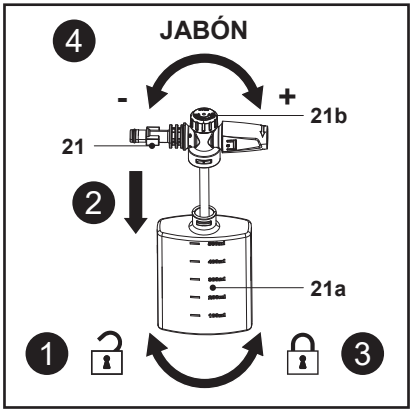

Fig. 13
Rellene y use el detergente como se muestra en la Fig. 13.
1. Sujete la boquilla de la botella de detergente (21) y, a continuación, desbloquee y retire la botella (21a) (Fig. 13, paso 1).
2. Asegúrese de que la tubería de suministro de agua está correctamente fijada a la boquilla de detergente (21).
4. Coloque la boquilla (21) en la botella de detergente (21a) (Fig. 13, paso 2).
5. Sujete la boquilla de la botella de detergente (21) y, a continuación, fije la botella (21a) firmemente en ella (Fig. 13, paso 3).
6. Gire el mando ajustable (21b) hacia la derecha para realizar un lavado con jabón a dosis altas y hacia la izquierda para un lavado con jabón a dosis bajas (Fig. 13, paso 4).
7. Monte la boquilla de la botella de detergente (21) directamente en la pistola pulverizadora (16) o móntela con la barra de extensión (18).
8. La boquilla de la botella de detergente (21) está lista para su uso.